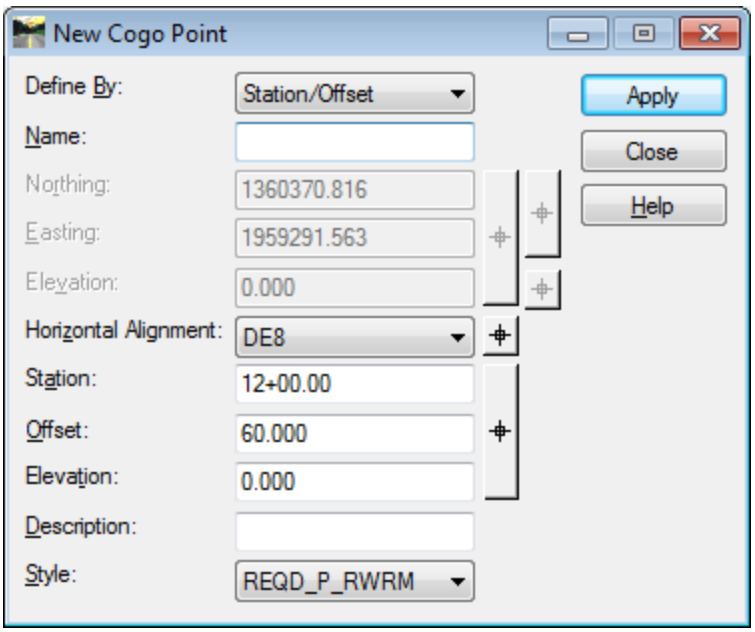
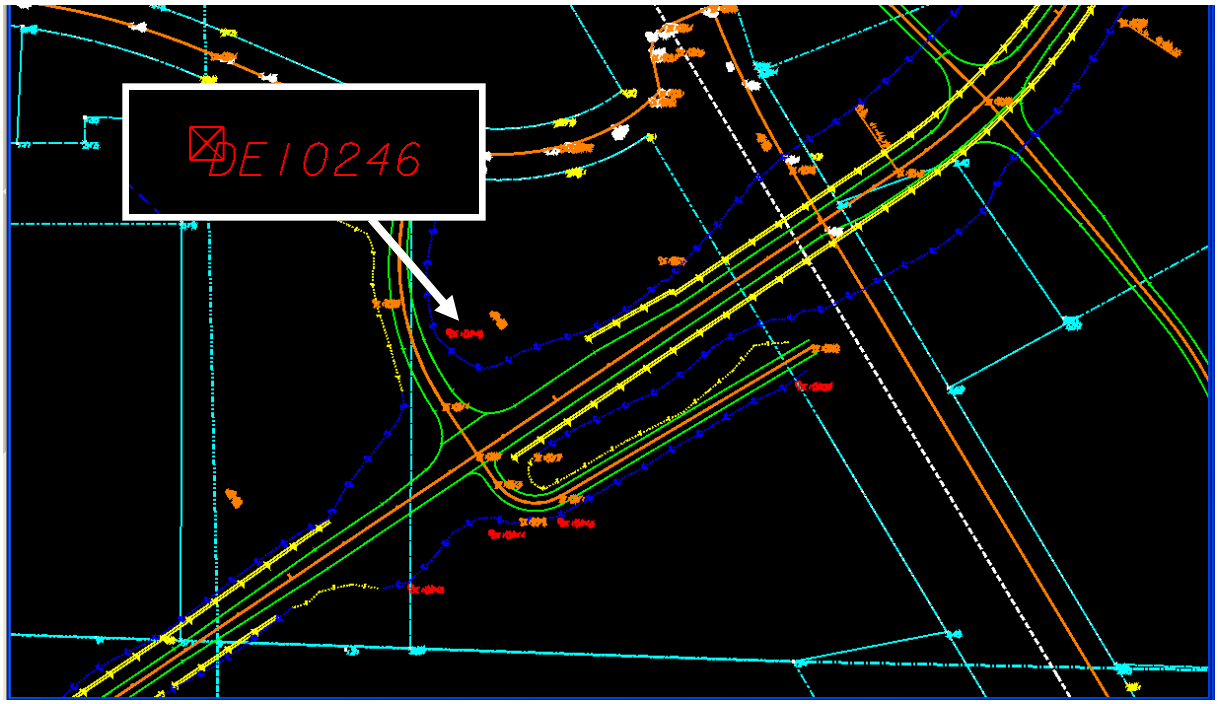

Figure L12-27 New Cogo Point
Figure L12-28 MicroStation View
29.	**Store a Cogo Point at Station 12+00 on Alignment DE8 Offset 60' Right.** • In InRoads, select **Geometry ► Cogo Points ► New**. • In the **New Cogo Point** dialog, match the entries as shown in *Figure L12-27*. • Click **Apply** but do **not** close the **New Cogo Point** dialog. • If a **Results** window appears – click **Close** to exit the **Results** window. • Ensure Point **DE10246** was stored and drawn in MicroStation as shown in *Figure L12-28*.